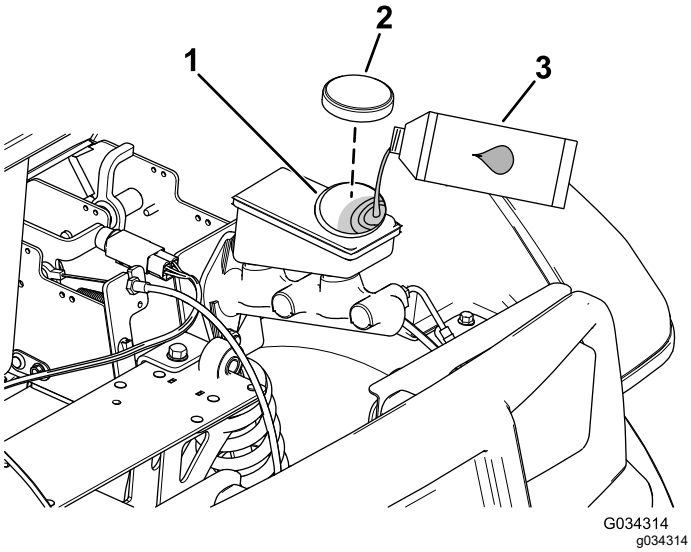

Figur 50
2. Løft motorhjelmen for at få adgang til hovedbremsecylinderen og beholderen (Figur 50).
A. Rengør området omkring beholderdækslet, og tag dækslet af (Figur 50).
C. Sæt beholderens dæksel på (Figur 50).